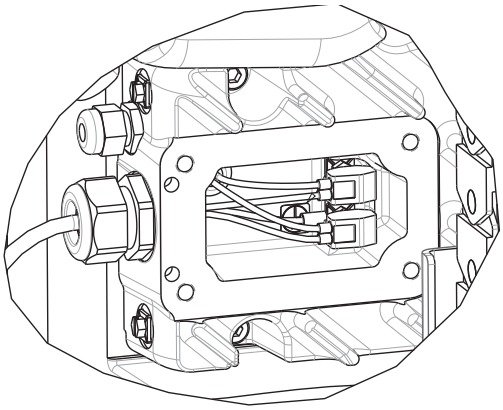

FIG. 38: Cables en el alojamiento del controlador
a. Si utiliza un sistema de suministro de elevador simple, apague el interruptor de desconexión rojo (AZ).
b. Si utiliza un sistema de suministro de elevador en tándem, apague el interruptor de desconexión rojo (AZ) solo en la unidad de suministro del elevador de la que se retire el controlador.
4. Desconecte la alimentación del controlador (AB):
a. Retire la cubierta del alojamiento del controlador (HC).
b. Desconecte los cables que hay dentro del alojamiento del controlador. Consulte la FIG. 38.